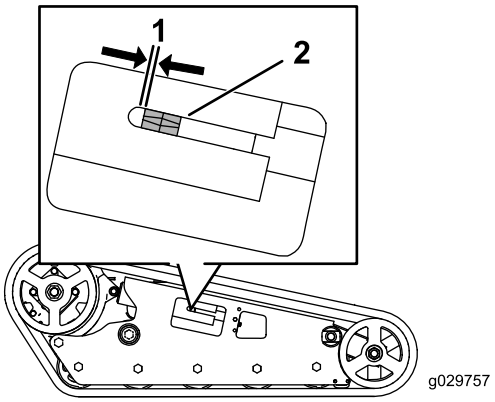

**Rysunek 54**
Nakrętka napinająca powinna znajdować się 6,4 mm od końca prowadnicy rury napinającej (Rysunek 54). Jeżeli tak nie jest, należy skorygować napięcie gąsienicy w następujący sposób:
4. Używając klucza nasadowego z zabierakiem 1/2 cala, obracaj śrubę napinającą w lewo, aż odległość między nakrętką napinającą a tylną krawędzią rury napinacza wyniesie 6,4 mm, jak pokazano na Rysunek 54.
10. Obracaj śrubę napinającą w lewo, aż odległość między nakrętką napinającą a tylną stroną rury widełkowej (Rysunek 54) wyniesie 6,4 mm.
10. Obracaj śrubę napinającą w lewo, aż odległość między nakrętką napinającą a końcem prowadnicy rury napinającej (Rysunek 54) wyniesie 6,5 mm.